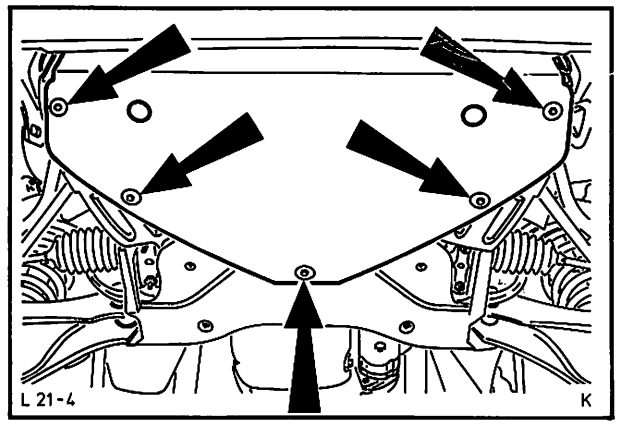

Abb. 17 Spritzpappe – Motorraum montieren
19. Kühler einbauen und Kühlerschläuche anbringen. Beim „D"-Motor Kühler mit Luftleitblech montieren. Spritzpappe – Motorraum anbauen, Abb. 17, und Kühlflüssigkeit einfüllen.